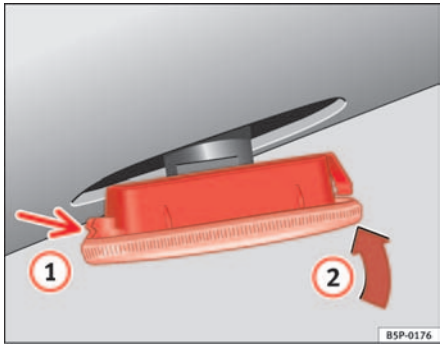

Fig. 152 Side indicators
- First fit the indicator in the opening in the chassis, fastening the tabs (1) ⇒ fig. 152, and then fit in the lamp as shown by the arrow (2) ⇒ fig. 152. ■